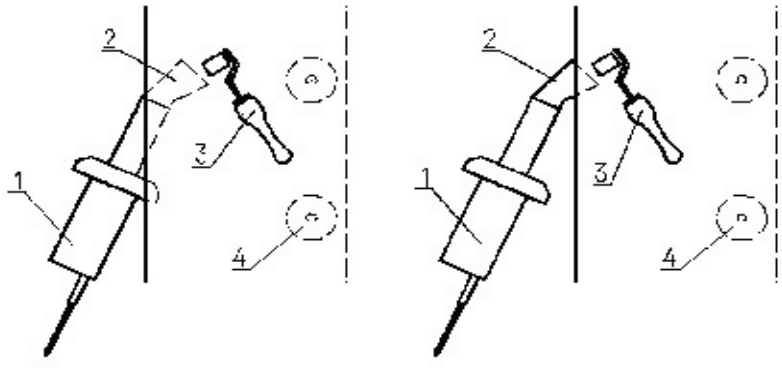

Рис. 1. Первый (слева) и второй (справа) проход сваривания шва.
- за первый проход выполняется фиксация деталей (листов мембраны) друг относительно друга и образование как бы “замкнутого мешка”, обеспечивающего оптимальные температурные условия сварки при повторном проходе (рис.1);